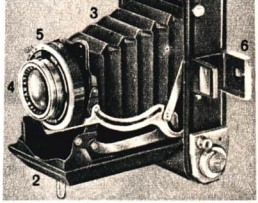
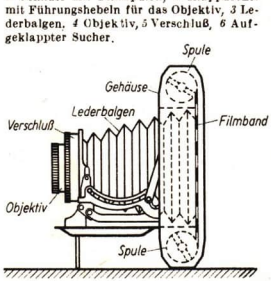

Abb. 53. Rollfilm-Klappkamera „Erkona", hergestellt von VEB Zeiss Ikon, Dresden. Objektiv: Novar, Brennweite: 11 cm, Bildgröße: 6 cm × 9 cm.
Abb. 54. Schnitt durch eine Rollfilm-Klappkamera (schematisch)
2. Die Rollfilm-Klappkamera. Wesentlich einfacher ist die Handhabung einer **Rollfilmkamera** (Abb. 53). Bei ihr erfolgt die Aufnahme auf einem Filmband. Es liegt lichtdicht eingekapselt in einem schmalen Gehäuse und wird mit Hilfe einer Drehvorrichtung von einer Spule ab- und auf eine zweite aufgewickelt (Abb. 54). Ein aus dem Gehäuse herausklappbarer Lederbalgen schließt den Kameraraum allseitig lichtdicht ab und trägt an der Vorderseite das Objektiv und den Verschluß mit der Blende. Die üblichen Bildgrößen der Rollfilmkameras sind 6 cm × 9 cm, 6 cm × 6 cm und 4½ cm × 6 cm.